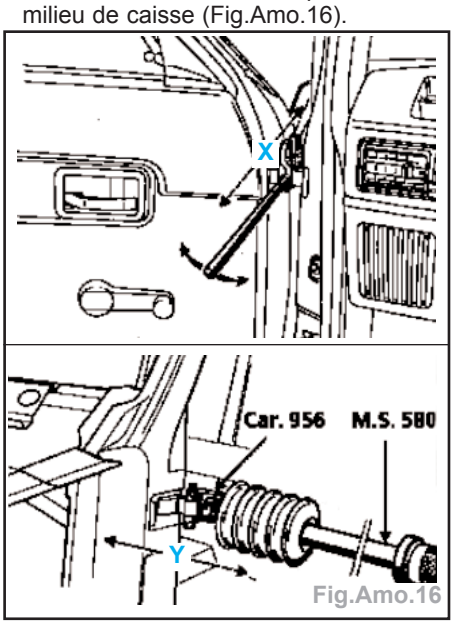

Fig.Amo.16
- Cet outil permet de modifier la position «**X**» du charnon soudé du pied avant ou milieu de caisse (Fig.Amo.16).